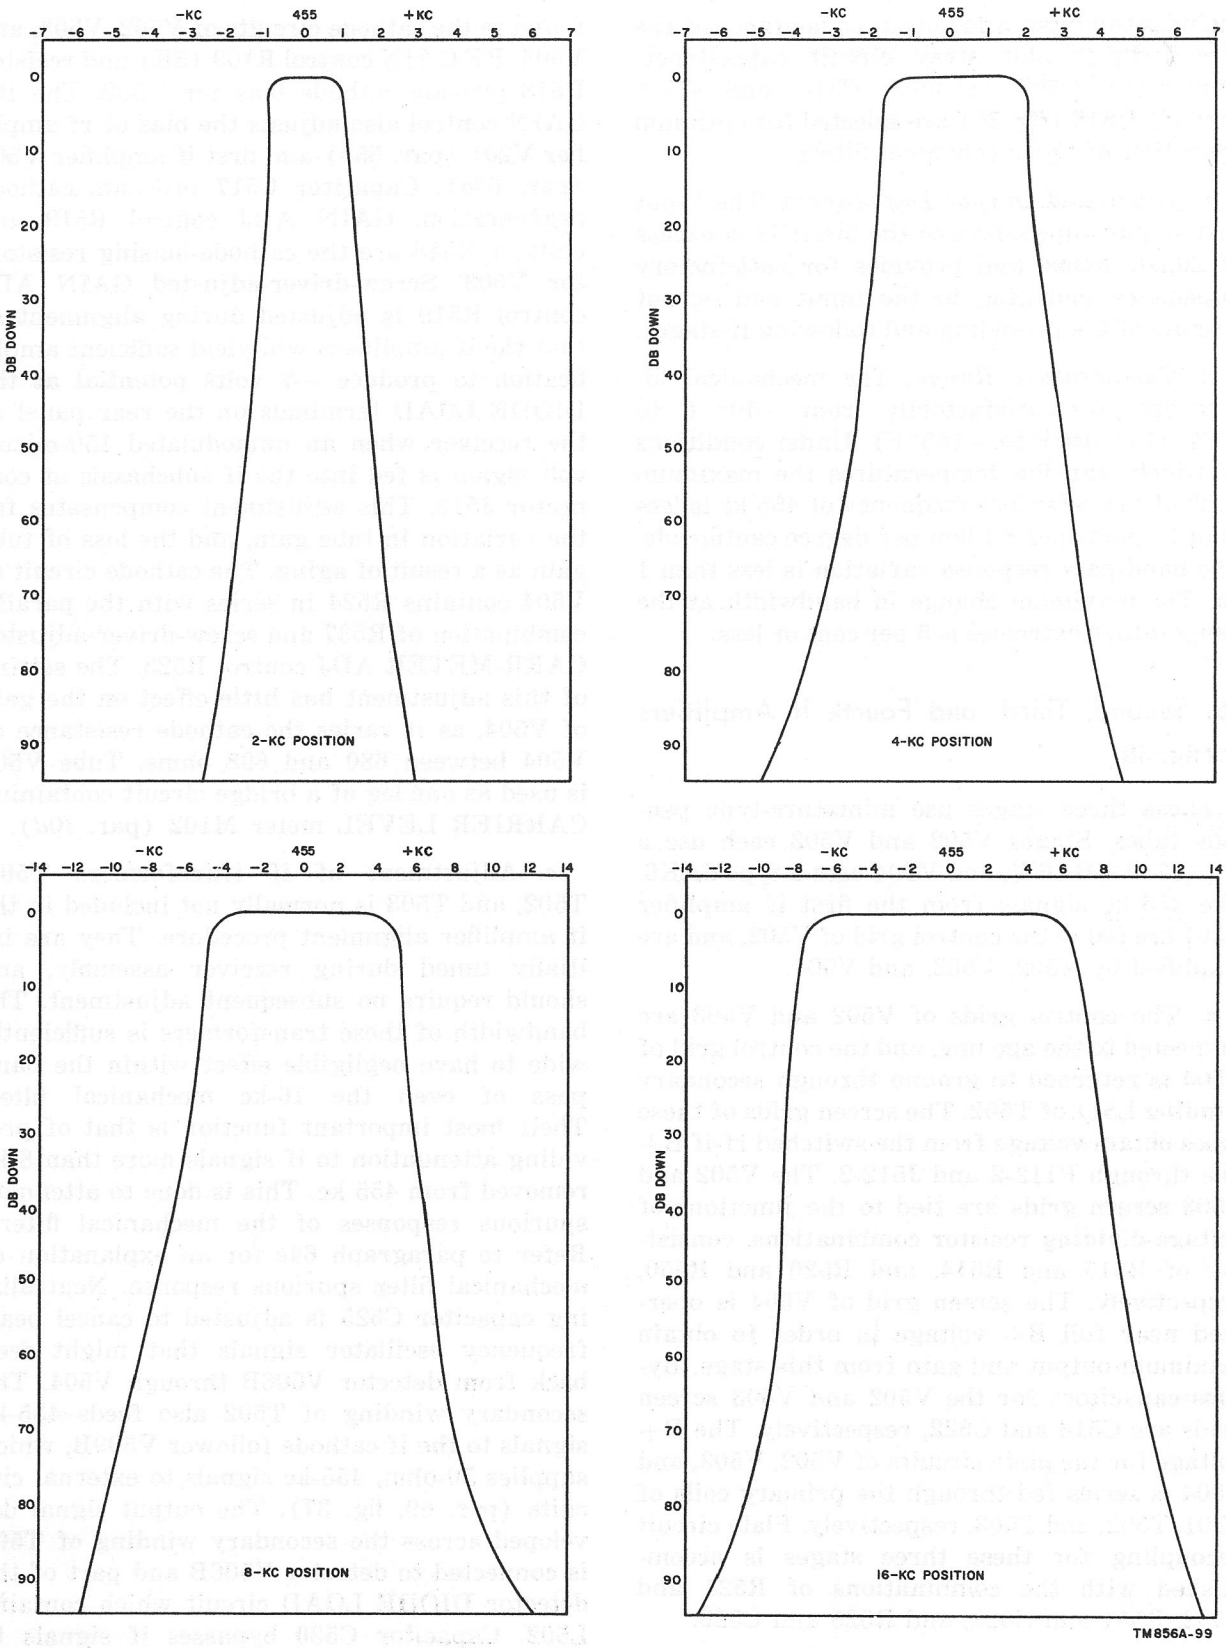

Figure 32. Band pass of mechanical filters.
(fig. 32)
a. General. Figure 32 illustrates typical band-pass characteristics of the 2-, 4-, 8-, and 16-kc mechanical filters used in Radio Receiver R-390A/URR. The general characteristics of these four filters are summarized in *b* through *g* below and hold true except for the band pass of the individual filters.